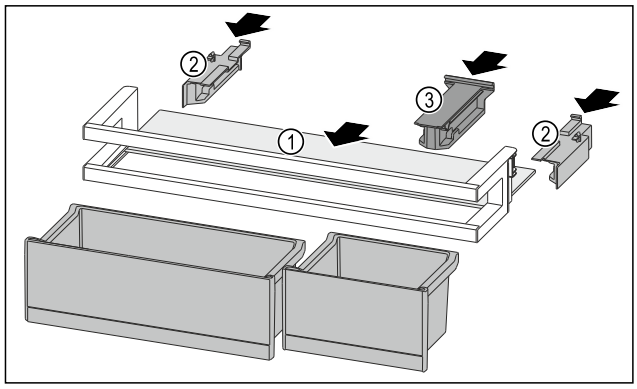

Fig. 113
▶ Push the shelf *Fig. 113 (1)* into the side cutouts.
▶ Insert the side parts *Fig. 113 (2)*.
▶ Insert the retaining part *Fig. 113 (3)*.